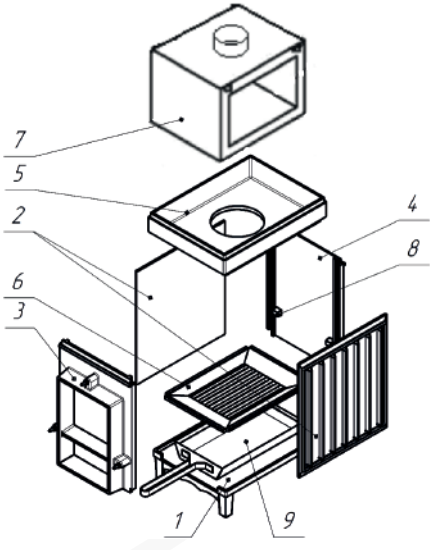
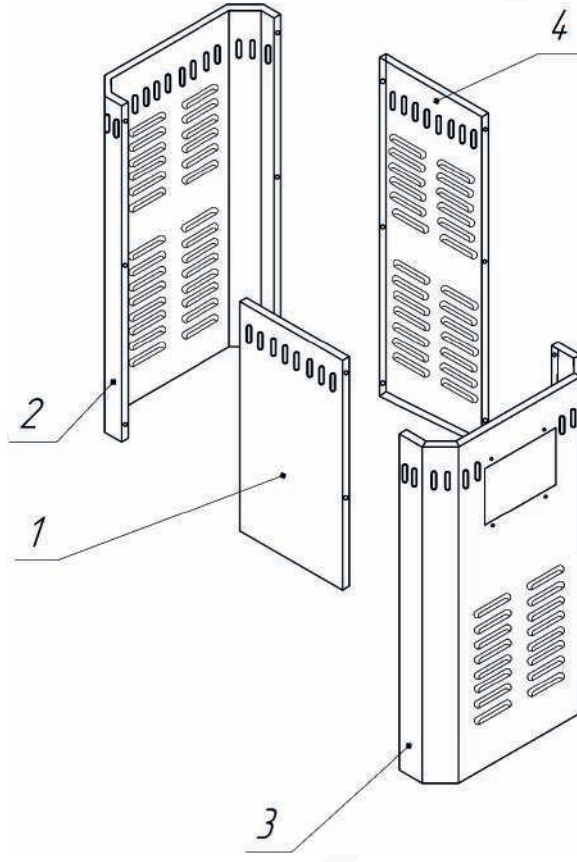

Рис.11 Схема сборки топочного агрегата печи Сударушка М.
Рис.15 Декоративно-защитное ограждение печи Сударушка М.
2.3.1.2 На подготовленном месте в парной установить основание поз.1 рис.11
2.3.1.3 В пазы основания установить боковые стенки поз.2 рис.11, затем переднюю поз.3 рис.11 и заднюю поз.4 рис.11. Приливы поз.8, рис.11 на задней стенке должны быть расположены внизу.
2.3.1.5 Установить крышку топки поз.5 рис.11.
2.3.1.6 Установить емкость для камней поз.7 рис.11. на крышку топки поз.5 рис.11.
2.3.1.7 Установить в подколосниковое пространство зольный ящик поз.9, рис.11.
2.3.5.1 Декоративно защитное ограждение собирается из щитков рис.15 поз. 1-4 с помощью винтов и гаек.
2.3.5.2 Сориентировать ограждение так, чтобы щиток с вырезом рис.15 поз.3 совпадал с окном емкости для камней рис.11 поз.7.
2.3.5.4 Верхний отгиб щитков должен лечь на кронштейны емкости для камней рис.11 поз.7.